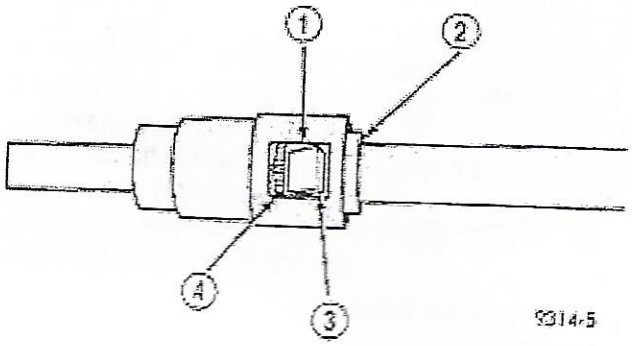

Fig. 11 Plastic Quick-Connect Fitting/Fuel Tube Connection
(1) Using a clean lint free cloth, clean the fuel tube nipple and retainer.
(2) Prior to connecting the fitting to the fuel tube, coat the fuel tube nipple with clean engine oil.
(3) Push the quick-connect fitting over the fuel tube until the retainer seats and a click is heard.
(4) The plastic quick-connect fitting has windows in the sides of the casing. When the fitting completely attaches to the fuel tube, the retainer locking ears and the fuel tube shoulder are visible in the windows. If they are not visible, the retainer was not properly installed (Fig. 11). Do not rely upon the audible click to confirm a secure connection.
(5) Connect negative cable to battery.